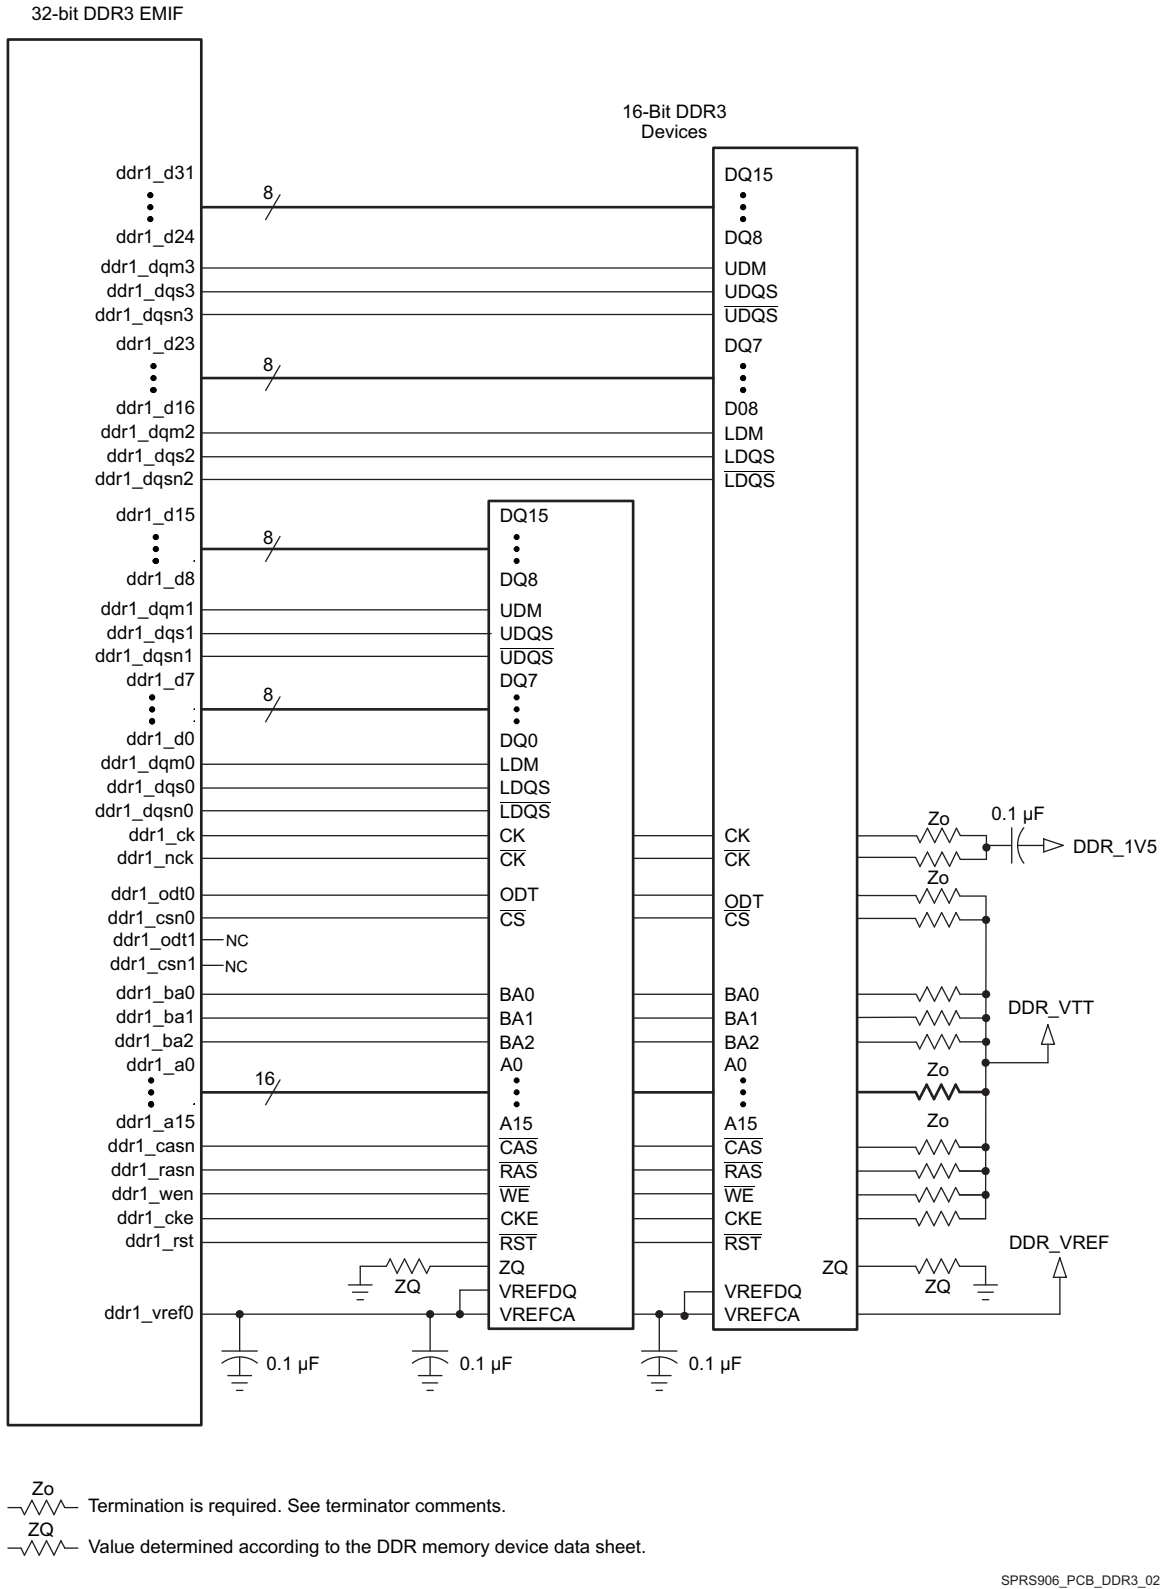

Figure 7-55. 32-Bit, One-Bank DDR3 Interface Schematic Using Two 16-Bit DDR3 Devices
The DDR3 interface schematic varies, depending upon the width of the DDR3 devices used and the width of the bus used (16 or 32 bits). General connectivity is straightforward and very similar. 16-bit DDR devices look like two 8-bit devices. Figure 7-55 and Figure 7-56 show the schematic connections for 32-bit interfaces using ×16 devices.
Note that the 16-bit wide interface schematic is practically identical to the 32-bit interface (see Figure 7-55 and Figure 7-56); only the high-word DDR memories are removed and the unused DQS inputs are tied off.
(1) Refer to Table 7-42 Switching Characteristics Over Recommended Operating Conditions for DDR3 Memory Controller for the range of supported DDR clock rates.
(2) For valid DDR3 device configurations and device counts, see Section 7.6.3.4, Figure 7-55, and Figure 7-56.